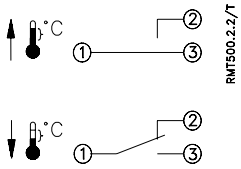

Fig. 8.
Switch function: SPDT, fig. 8, 24V, 50-60Hz, 10 (4) A.